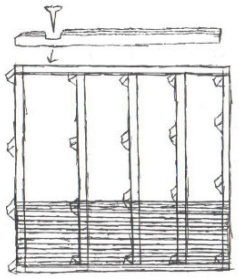

*Fig. 3. Bundramme, gulvstrøer og første lag vægbrædder.*
- Første lag skrues fast til bundrammen. Lad det nederste bræt rage 3–5 mm ud over bundrammen, så regnvand drypper af og ikke løber ind under væggen (fig. 3).